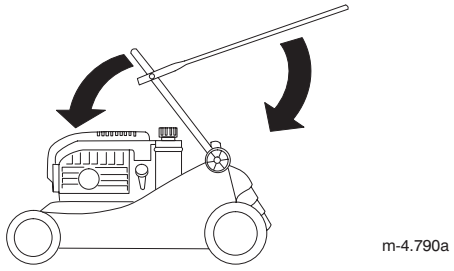

Bild 24
3. Kippen Sie das untere Handgriffteil vorsichtig nach vorne, bis es auf dem Motor aufliegt (Bild 24).
4. Kippen Sie das obere Handgriffteil vorsichtig nach hinten, bis es flach liegt (Bild 24).